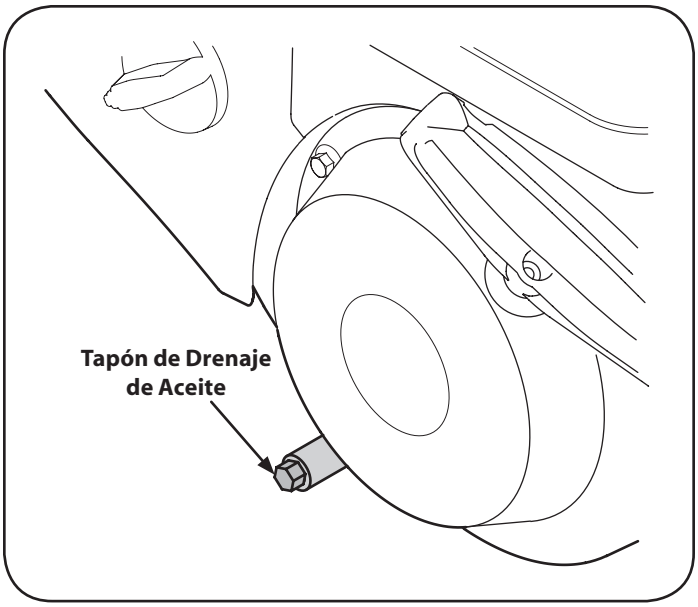

Figura 17
3. Retire el tapón de drenaje de aceite. Vea la Figura 17.